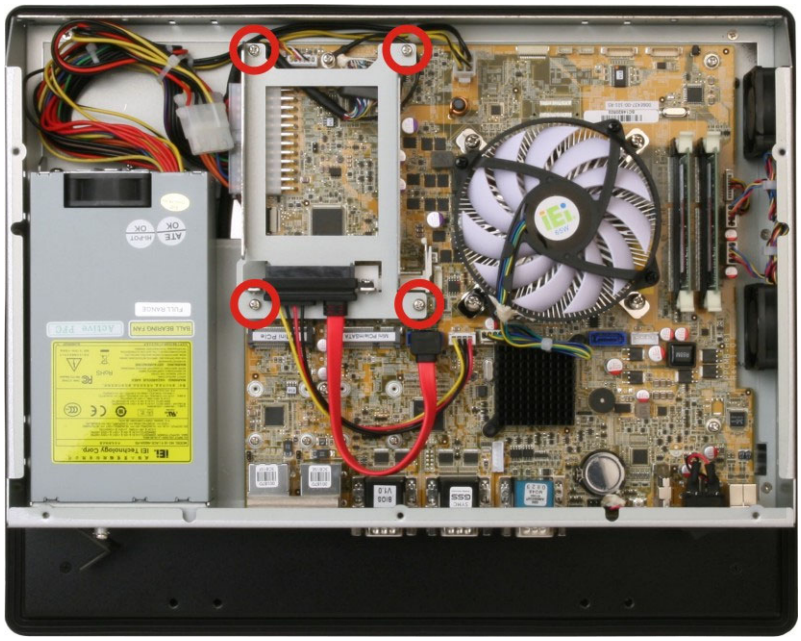

Figure 3-2: PPC-F15A/F17A-H81 HDD Bracket Retention Screws
Step 2: **Remove the HDD bracket from the PPC-F15A/F17A-H81**. The HDD bracket is secured on the panel PC with four retention screws (**Figure 3-2**). Remove the four retention screws and lift the bracket off the panel PC.